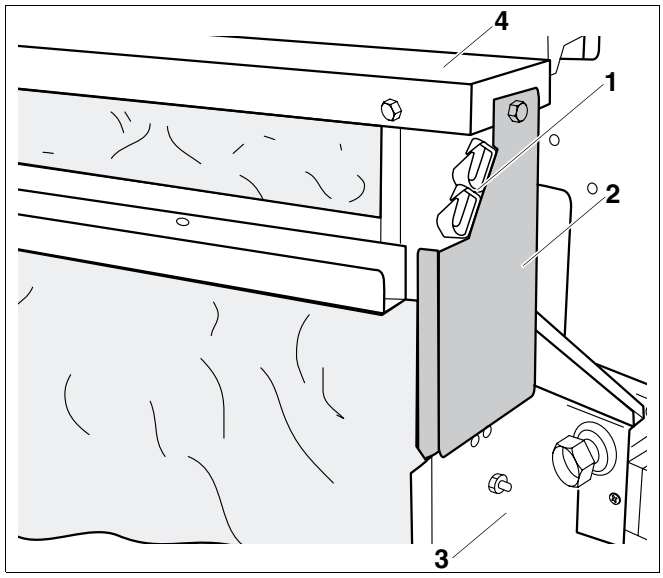

Рис. 58 Установка накладного листа
- Задвинуть накладные листы (рис. 58, **поз. 2**) сзади слева и справа в заднюю стенку (рис. 58, **поз. 3**) и соединить винтами с боковыми крышками (рис. 58, **поз. 4**). При необходимости слегка ослабить заднюю стенку.
- Закрепить винтами скобы крепления кабеля (рис. 58, **поз. 1**).